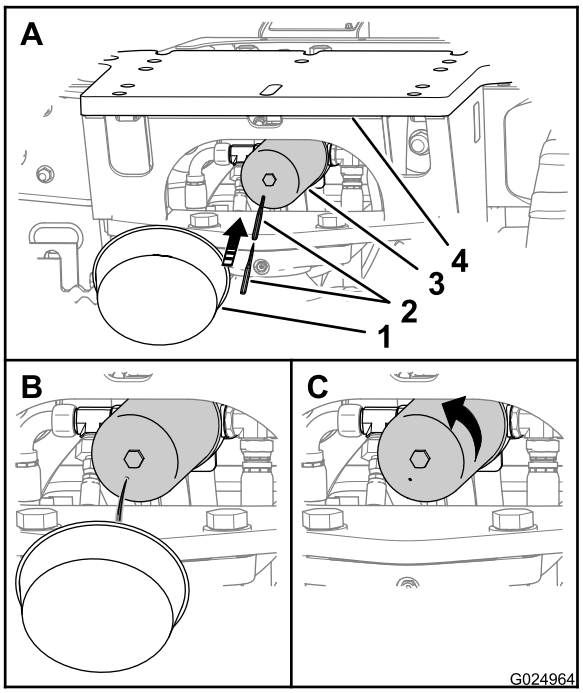

Figura 111
Nota: Potete accedere al filtro di ritorno idraulico da sotto la piastra di attacco posteriore della macchina (Figura 111).
1. Mettete un contenitore sotto il filtro di ritorno idraulico (Figura 111).
2. Punzonate la base del filtro di ritorno idraulico e lasciate defluire il fluido idraulico restante nel contenitore (Figura 111).
3. Ruotate il filtro di ritorno idraulico in senso antiorario e rimuovetelo (Figura 111).